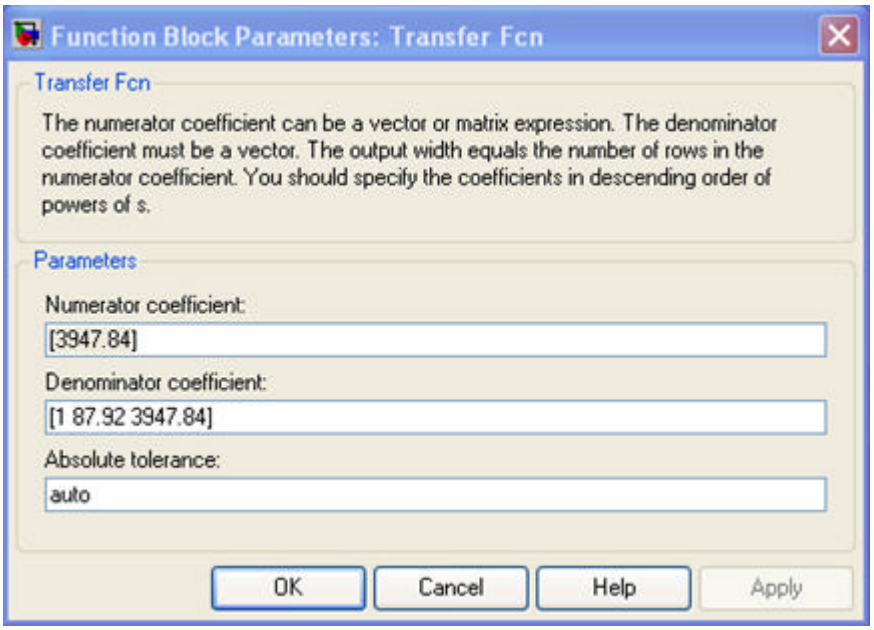

Figura 2.1: Parámetros para el sistema de segundo orden
- Ajuste los parámetros del bloque **Transfer Fcn** como se muestra en la figura 2.1
- Ajuste los parámetros de simulación presionando Ctrl.-E como en la figura 2.1: